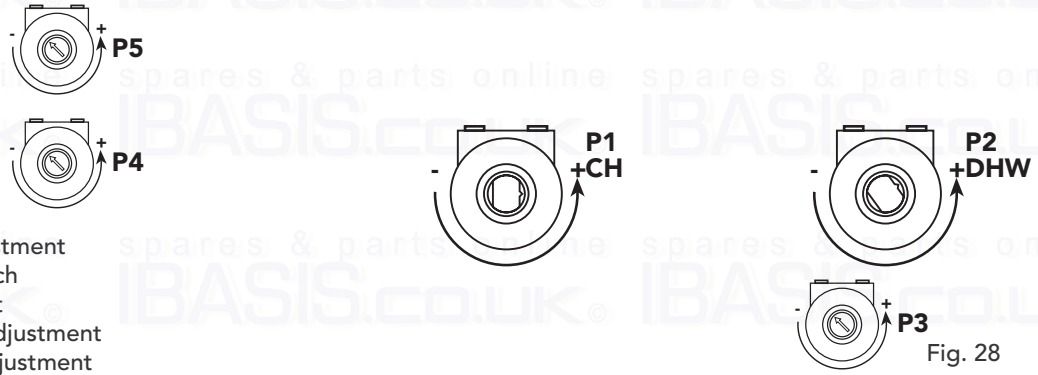

Fig. 28
5.04 Adjusting maximum output for central heating system (fig. 28)